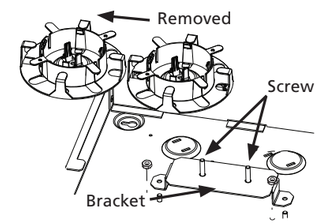

Figure 17
1. Mount splice tray bracket. First, insert mounting post screws. The WME-04 requires the smaller screws to be used **(Figure 17)**.